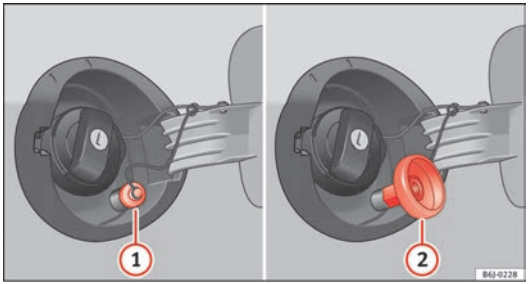

Fig. 118 Fuel tank open with LPG filler neck and adapter.
– Unscrew the cap of the gas filler neck ⇒ fig. 118 (1).
– Screw the required adapter ⇒ fig. 118 (2) on the gas filler neck (1).
– Unscrew the adapter ⇒ fig. 118 (2).
– Screw on the cap of the gas filler neck ⇒ fig. 118 (1).